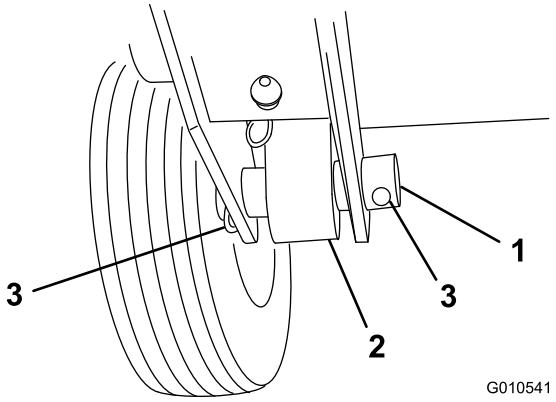

Figur 3
5. Fest den bakre delen av løftearmen til løftesylinderen med en svingbolt og to splinter (følger med trekkenheten) (Figur 3).